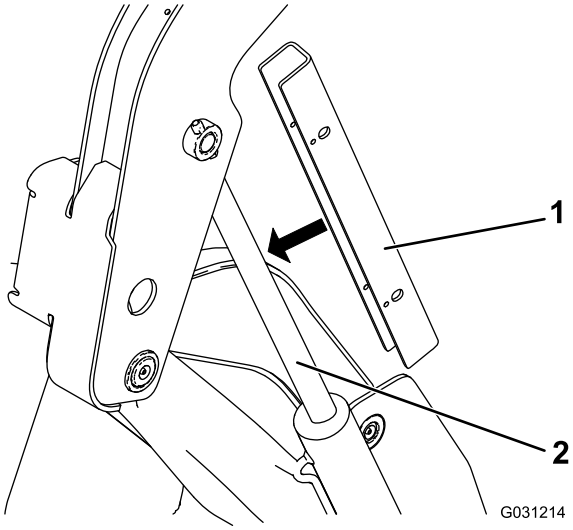

Rysunek 35
5. Nałóż blokadę siłownika na tłoczysko siłownika podnoszenia (Rysunek 35).